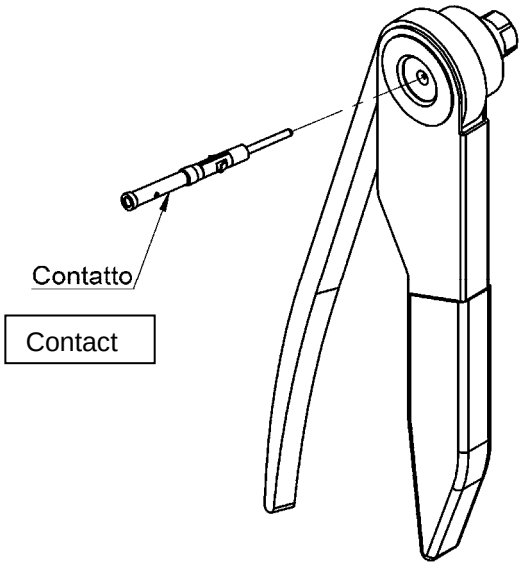

Fig. 9
Step 2.3: Insert the contact in the opened crimping tool, until it is stops, (Fig. 9), then lock it by gently closing the handles, thus avoiding warping.